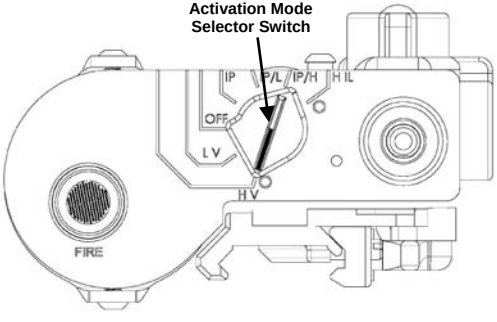

Figure 3-2 Activation Mode Selector Switch
The Activation Mode Selector Switch is located on the center rear of the DBAL-D^2 housing (see Figure 3-2). The switch is used to select between the various modes of operation. The Activation Mode Selector Switch has seven (7) positions. See Table 3-1.